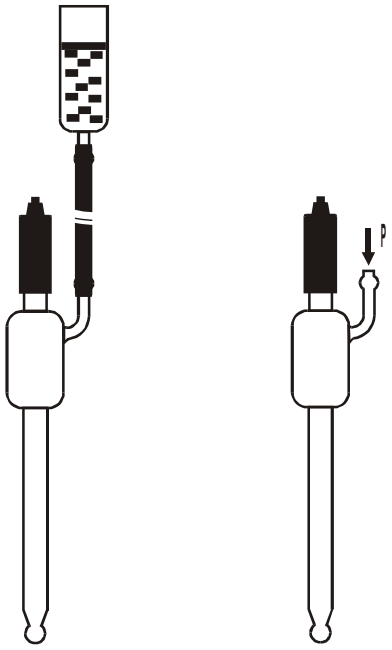

Рис.2
5.5 Патрубок, имеющийся на корпусе электрода, может быть использован для подключения внешней емкости с запасом электролита или подачи сжатого воздуха (до 0,3 МПа) для компенсации давления контролируемой среды (рис. 2).